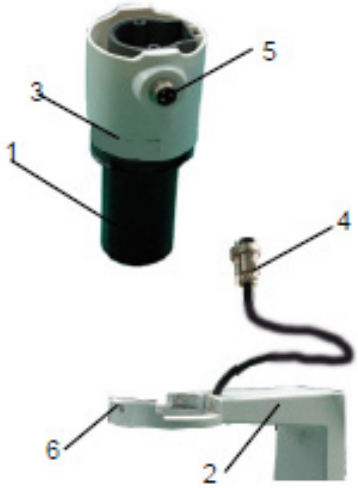

Figura 3
1 Inserire il gruppo condensatore-illuminatore (3) nell'apposito braccio (si veda figura 3).